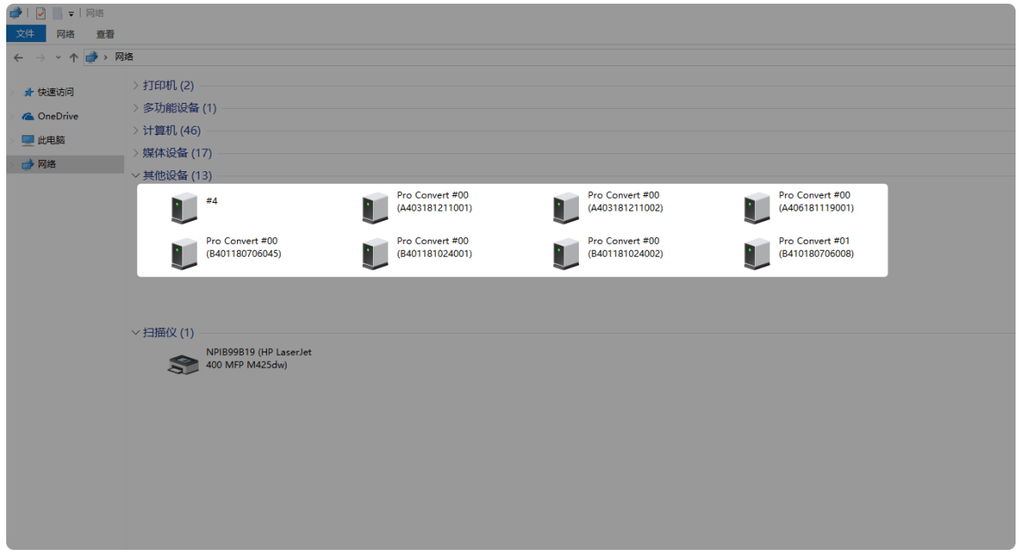

图2 在“网络 > 其他设备”中查找设备
- “**拨码号**”即设备的拨码开关号，图 2 中显示为“01”。